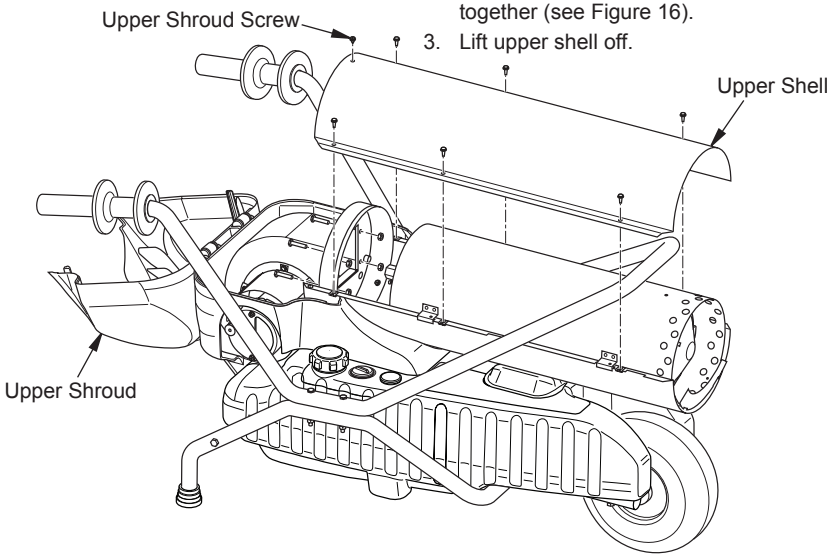

Figure 16 - Upper Shell Removal (200 Model Shown)
1. Remove single screw securing upper shroud using 5/16" nut driver (see Figure 16). Open shroud carefully by pulling up on both sides.
2. Remove 6 screws along each side of heater using 5/16" nut driver. These screws attach upper and lower shells together (see Figure 16).